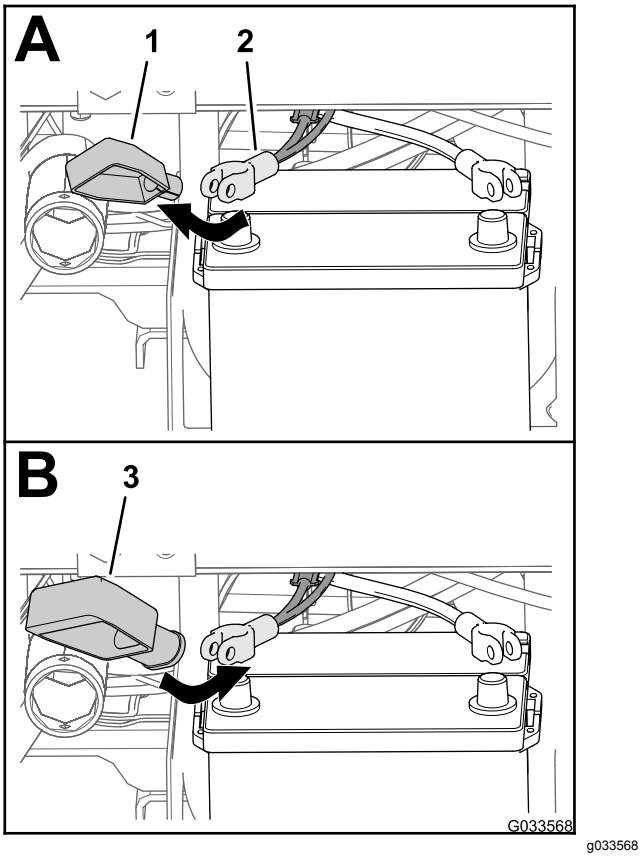

Figur 28
2. Fjern dekselet (smalt) fra den positive batterikabelen (Figur 28).
3. Monter det brede batteridekselet over den positive batterikabelen som vist i Figur 28.